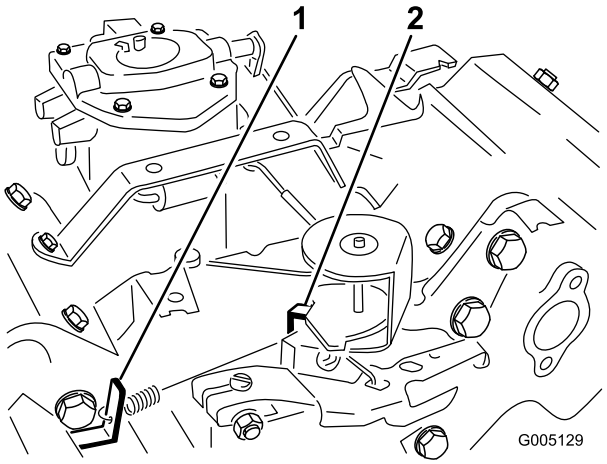

Figur 47
3. Bøj den regulerede styrefjeders ankertap (Figur 47) for at opnå en tomgang på 1650 ± 100 o/min. Kontroller farten med en omdrejningstæller.
5. Flyt gashåndtaget til positionen hurtig (Fast). Bøj høj hastighedsfjederens ankertap (Figur 47) for at opnå en høj hastighed på 2850±50 o/min.